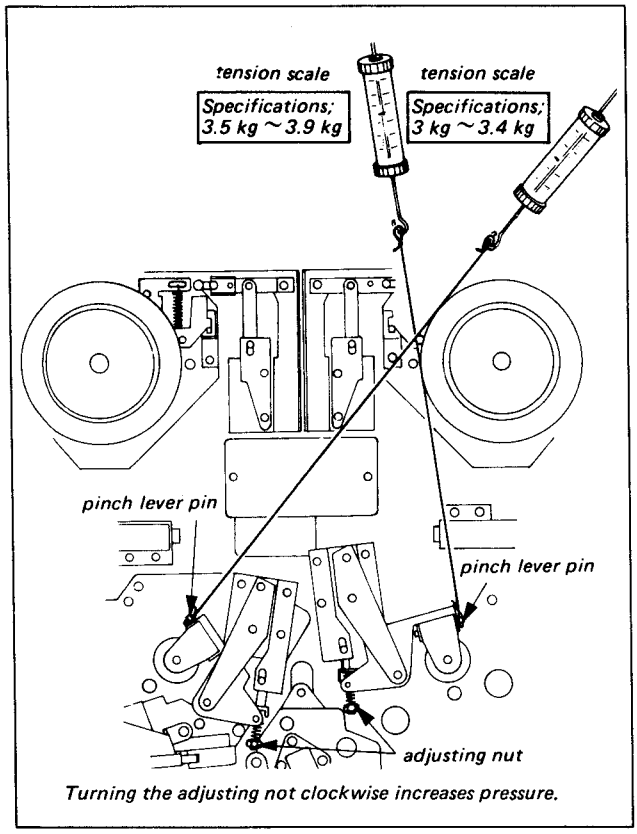

Fig. 8-8. Tape advance power adj.
4. Attach one end of the jig-string to the "S" side Pinch Lever Shaft and attach a tension scale (5 kg full scale) to the other end. Pull the tension scale in the direction shown in Fig. 8-8. so that the Pinch Roller is slightly apart from the Capstan. After Pinch Roller has stopped turning, move the tension scale closer to the Capstan and take a reading at the moment the Pinch Roller starts turning. The scale reading should be 3 kg to 3.4 kg. If not, adjust it by the adjusting nut shown in Fig. 8-8.
6. Perform the measurment as in step 4, and confirm that the scale reading is 3.5 kg to 3.9 kg. If not, adjust it by the adjusting nut shown in Fig. 8-8.